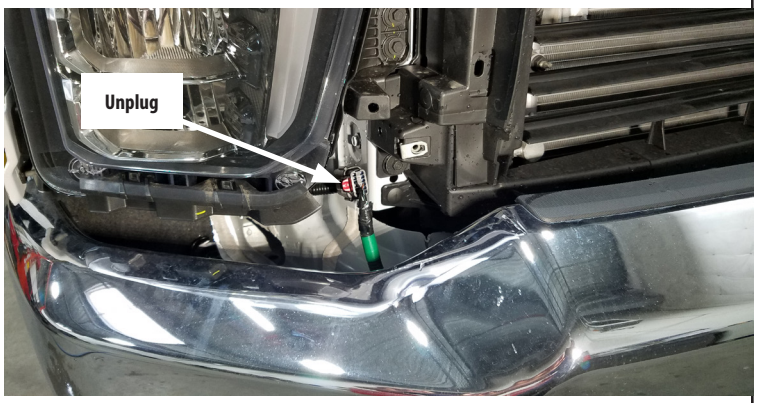

Figure 7
9. With the grille removed, unplug any wiring harnesses (front camera, fog lamp, etc.) connecting the bumper to vehicle. Repeat for other side. See Figure 7 and 8.